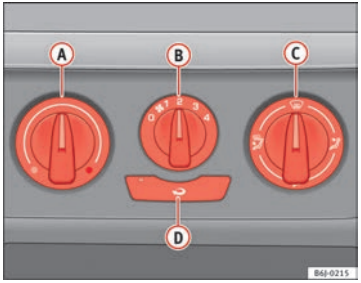

Fig. 91 Heating controls on the dash panel
– Using the controls (A) and (C) and with the switch (B) ⇒ Fig. 91 you can adjust the temperature, the air distribution and the blower speed.
– Press the button (D) to switch air recirculation mode on or off. When the function is activated, a warning light on the button is turned on.